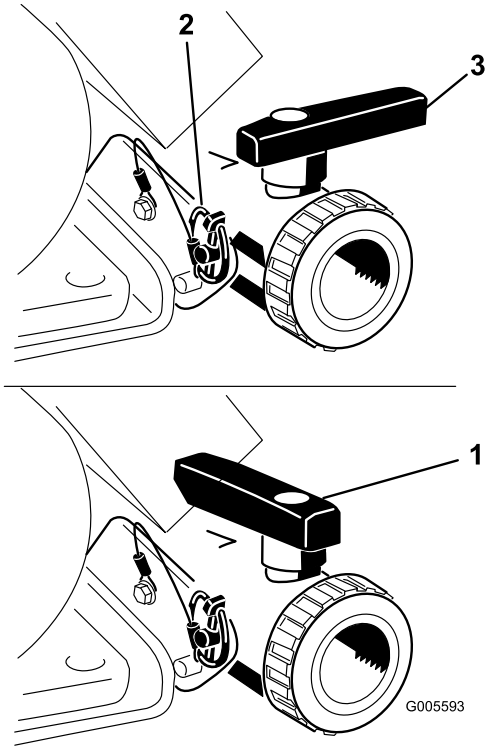

Figur 20
Åpne tømmehåndtaket for å tappe ut eventuelle materialer fra tanken og avhend disse i henhold til lokale regler og materialprodusentens instruksjoner (Figur 20). Etter tømming må du fjerne ringstiften på braketten som sikrer tømmehåndtaket på maskinen og la håndtaket ligge på bakken. Slik kan du få tappet av gjenværende materiale i ledningen.
3. Når du har fått tømt tanken helt, setter du tømmehåndtaket på rammen med ringstiften og stenger tømmeventilen (Figur 20).